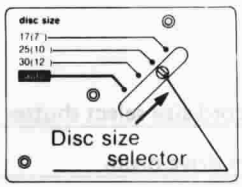

Fig. 4
3. Set the disc size selector knob to the 25cm position. **(See Fig. 4.)**